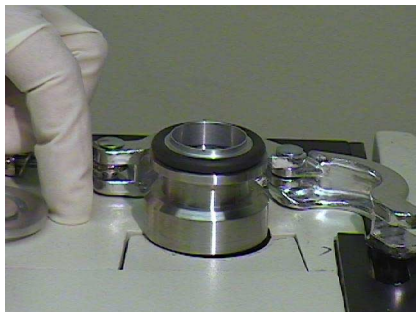

Figure 2-3 O-ring and Centering Ring on Test Port
7. Place the centering ring onto the top of the test port (Figure 2-3).